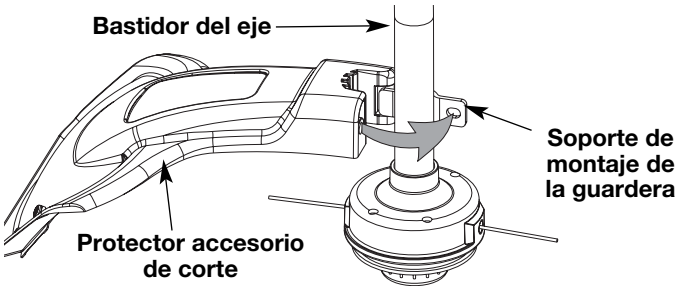

Fig. 4
2. Coloque uno de los tres (3) provistos contratuerca hexagonal en uno de los tres orificios cóncavos de la parte superior del protector accesorio de corte (Fig. 4).